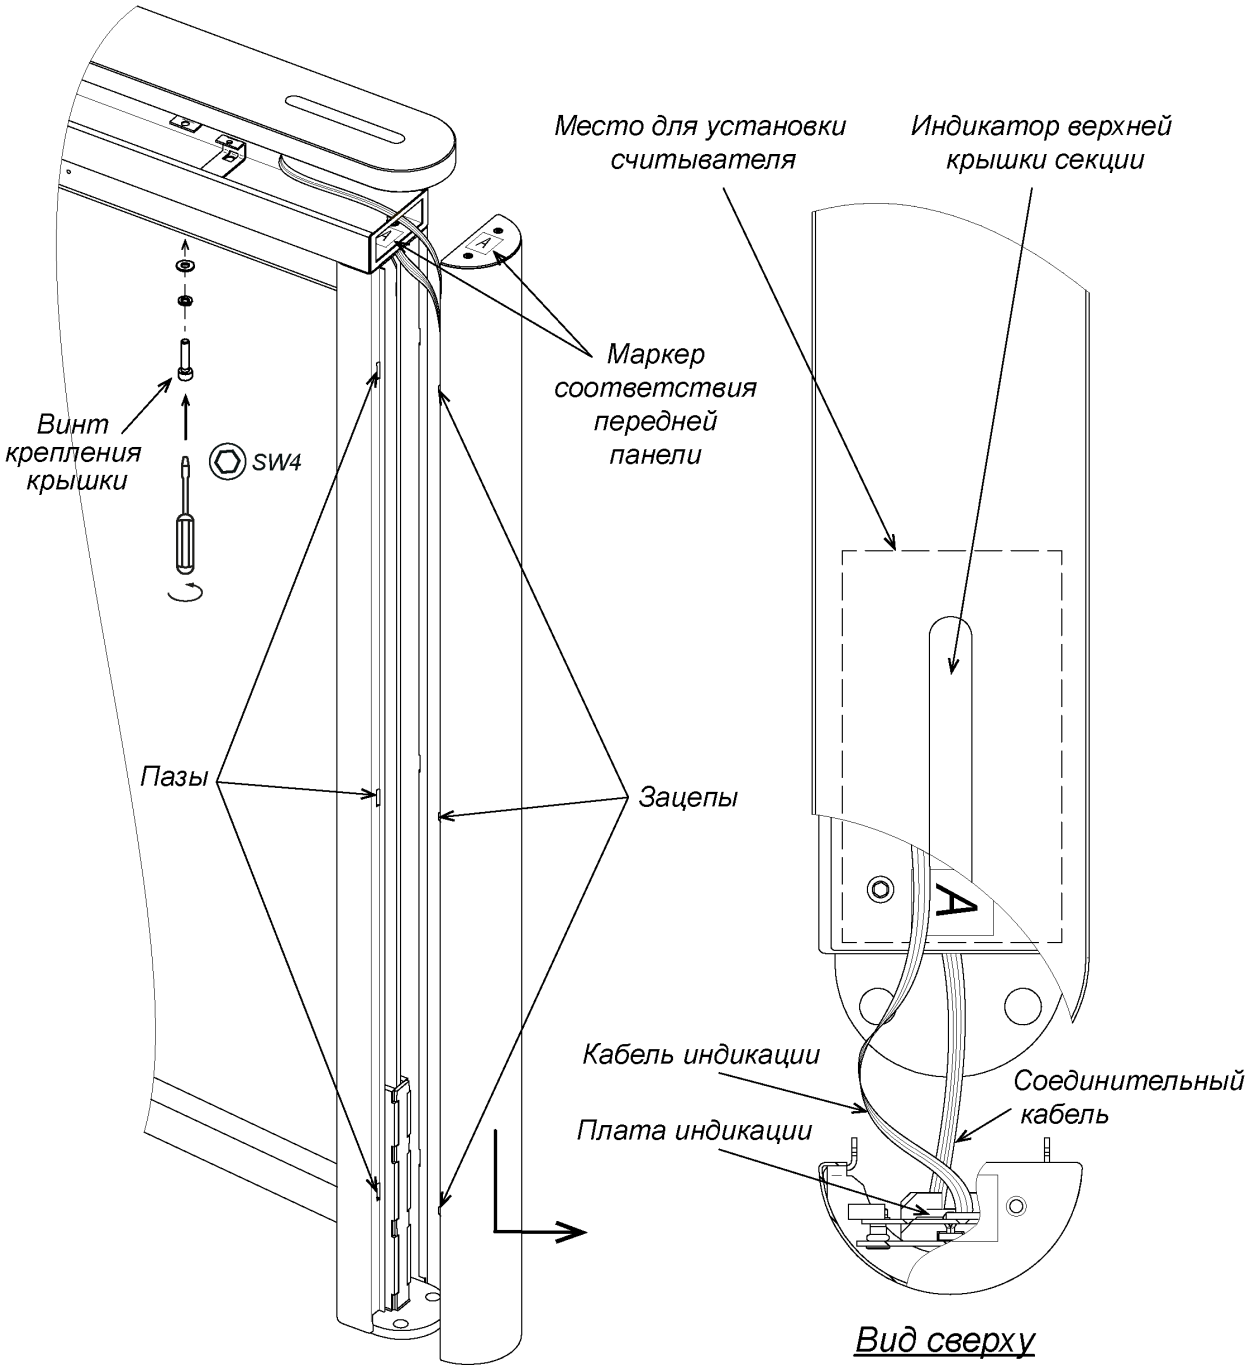

Рисунок 20. Снятие передней панели боковой стойки
21. При необходимости произведите монтаж считывателей карт доступа в верхнем коробе секции (см. рис. 20).
24. Установите на свои места передние панели боковых стоек (10) (разд. 8.8.2). При установке передних панелей с платами индикации ОБЯЗАТЕЛЬНО соблюдайте соответствие маркеров на панели и на секции (см. рис. 20). После установки проверьте, чтобы верхний край панелей находился на одном уровне с корпусом секции.
Для снятия передней панели боковой стойки (10) – сдвиньте ее вдоль стойки вниз и затем на себя, выводя зацепы панели из пазов в боковой стойке (см. рис. 20). Осторожно, не повредите соединительный кабель! Отсоедините разъем соединительного кабеля от платы индикации.
При установке передних панелей с платами индикации ОБЯЗАТЕЛЬНО соблюдайте соответствие маркеров на панели и на секции (см. рис. 20).
- Подключите соединительный кабель от модуля управления индикацией (разъем “PASS”, рис. 20) к плате индикации.
- С помощью ключа шестигранного SW4 закрутите четыре винта M4×16 с пружинными шайбами из комплекта поставки через отверстия в нижней части верхнего короба секции (см. рис. 20).